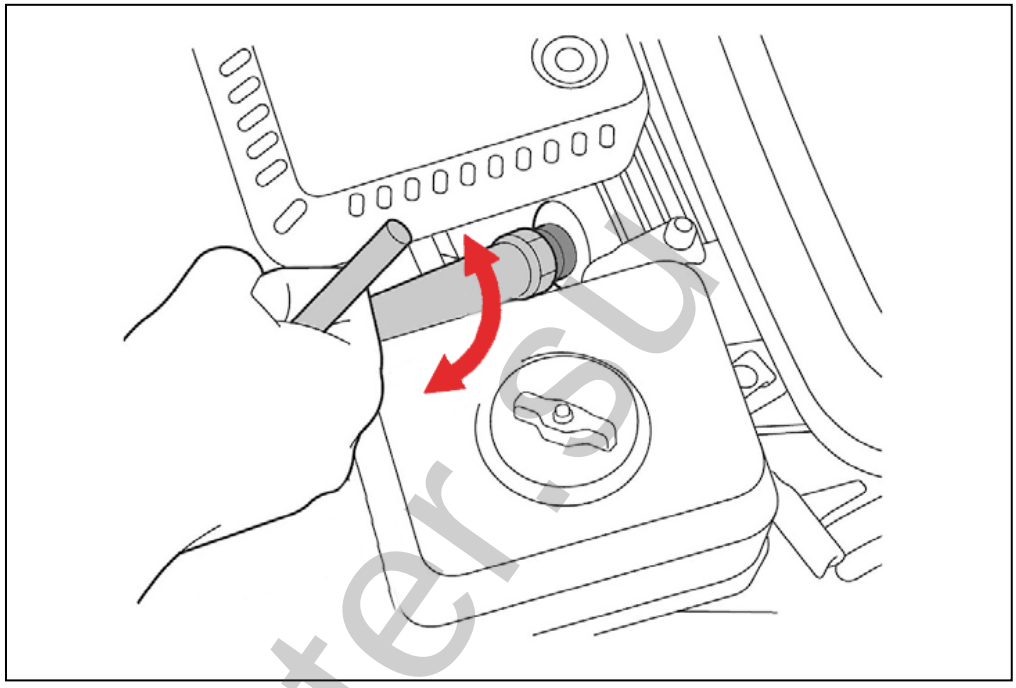

Рис. 18. Обслуживание свечи зажигания.
2. Открутите свечу зажигания свечным ключом (Рис. 18).